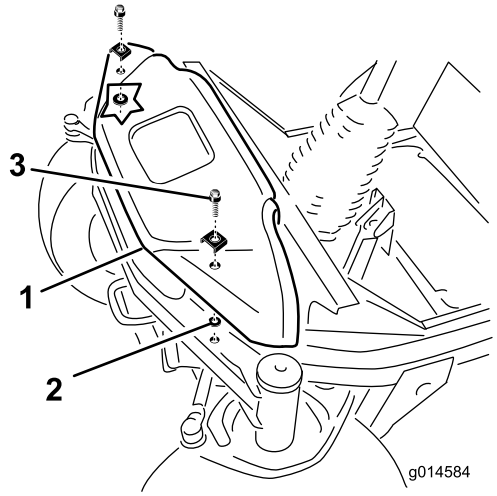

Figura 5
1. Remova os (2) parafusos de cabeça de flange que prendem a protecção frontal à parte superior do eixo frontal (Figura 5).